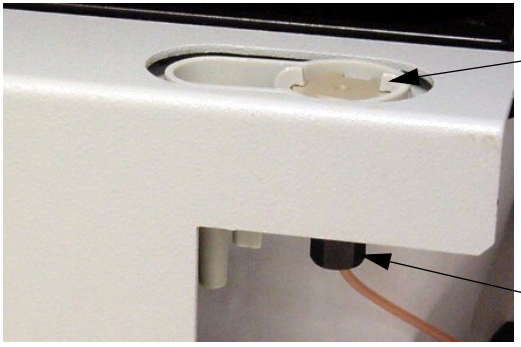

Figure 5-21. Removing the Needle Seal Assembly
3. Rotate the fitting below the inject port until the slots in the needle seal align with the projections on the top of the inject port (see Figure 5-21).